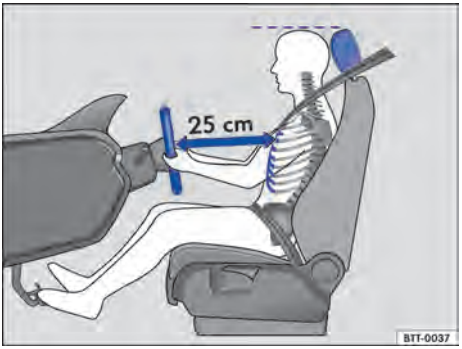
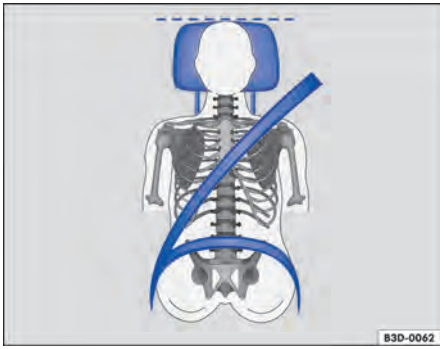

Fig. 41 A distância correta entre o condutor e o volante deve ser de, no mínimo, 25 cm.
Fig. 42 Posição correta do cadarço do cinto de segurança e ajuste correto do apoio para cabeça.
- Ajustar o apoio para cabeça de modo que a sua borda superior se encontre preferencialmente na mesma linha da parte superior da cabeça – porém não abaixo da altura dos olhos. Posicionar a nuca tão próxima quanto possível do apoio para cabeça ⇒ Fig. 41 e ⇒ Fig. 42.
- Ajustar o volante de modo que a distância entre ele e o tórax tenha no mínimo 25 cm ⇒ Fig. 41 e que o condutor possa segurar o volante pela borda externa com as duas mãos e os braços ligeiramente dobrados. ▶